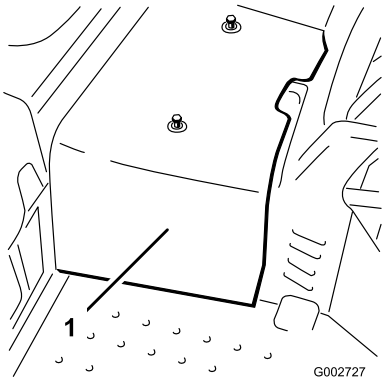

**Figur 41**
2. Løsn de to skruer, der fastgør den midterste afskærmning til maskinen, og fjern afskærmningen (Figur 41).